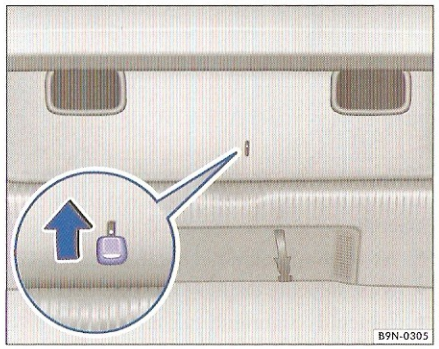

Fig. 40 În portbagaj: zăvor pentru descuierea de urgență a hayonului.
– Căutați fanta în zona inferioară a hayonului ⇒ fig. 40.